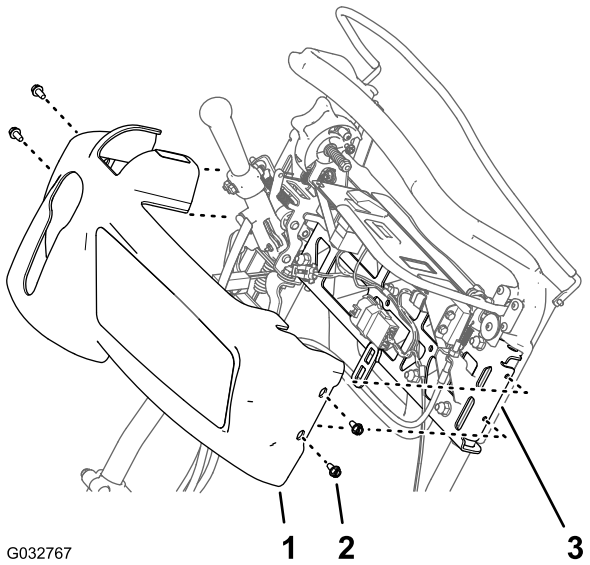

Figura 3
1. Retire los cuatro tornillos con arandela prensada (1/4 x 1/2") que sujetan la tapa del panel de control al soporte del manillar (Figura 3).
2. Mueva la tapa del panel del control hacia arriba y adelante del panel de control y retírela de la máquina (Figura 3).